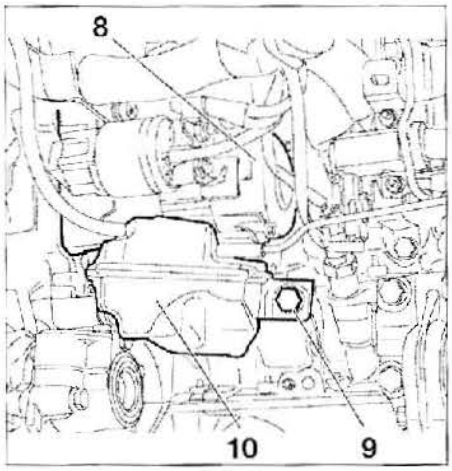
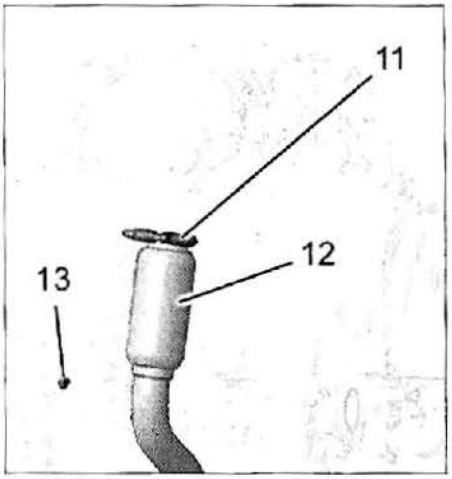
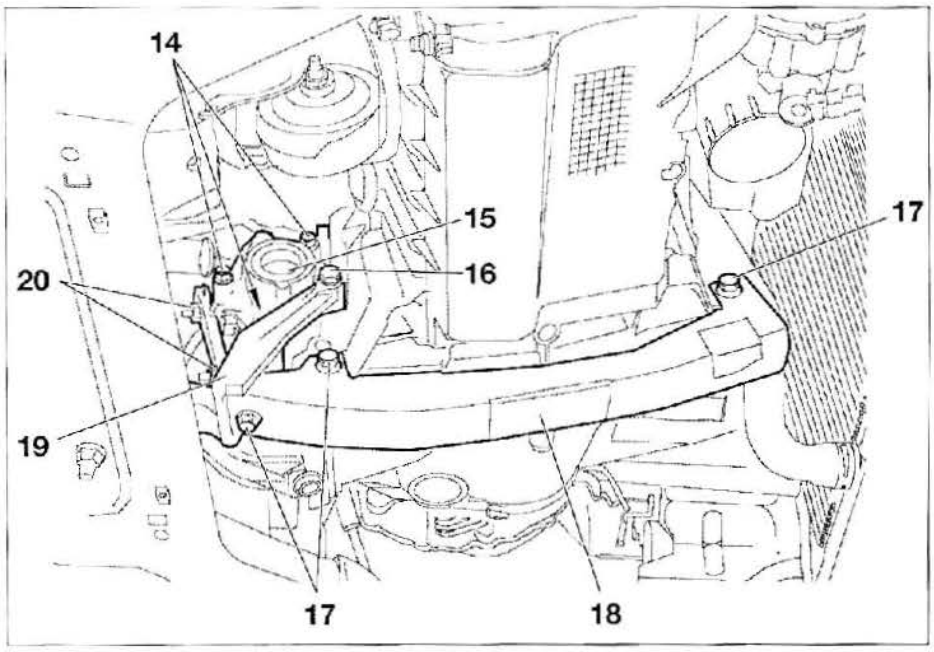

FIG. 3
FIG. 4
FIG. 5
- Desmontar **(fig. 3)**:
- el motor de arranque (8)
- el tornillo (9) (según la motorización)
- Desplazar la reserva de vacío (10).
- Desmontar **(fig. 4)**:
- la abrazadera de escape (11)
- el tubo de escape (12)
- el tornillo (13)
- Desmontar **(fig. 5)**:
- los 3 tornillos (17)
- el impactador (18)
- el tornillo (16)
- las 2 tuercas (20)
- el impactador trasero (19)
- los 3 tornillos (14)
- la caja taquimétrica (15)